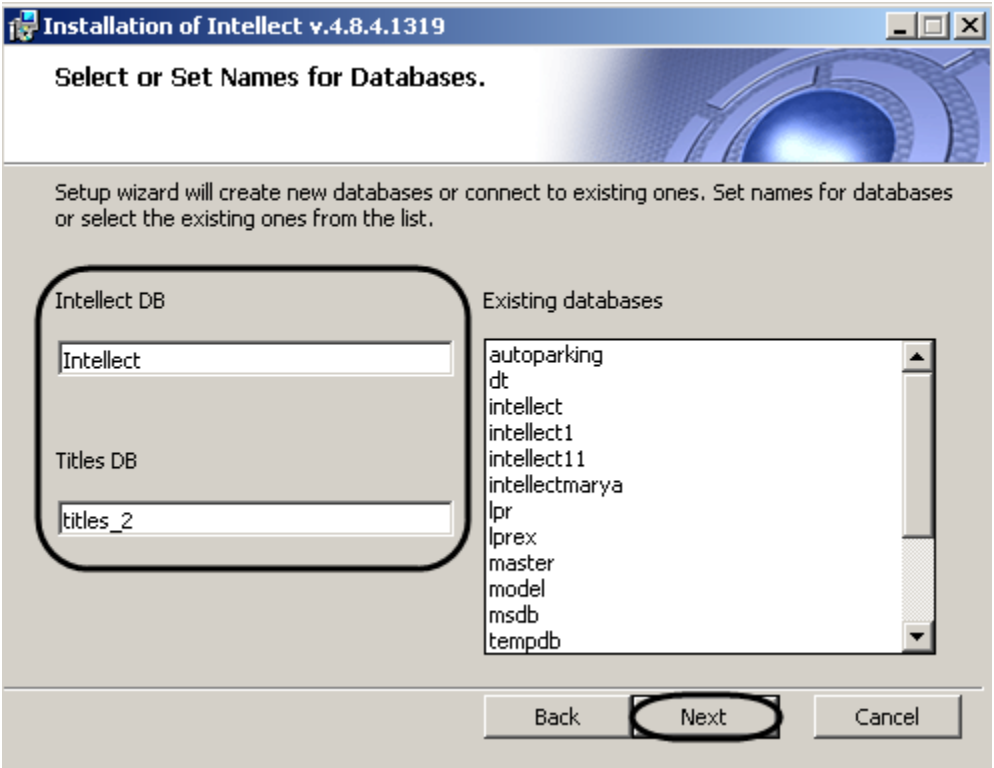

Figure 5.1-17 The "Select or set names for databases" dialog box
The dialog box of selecting or setting names for databases is displayed (Figure 5.1-17).
22. Click the "Next" button (Figure 5.1-17).